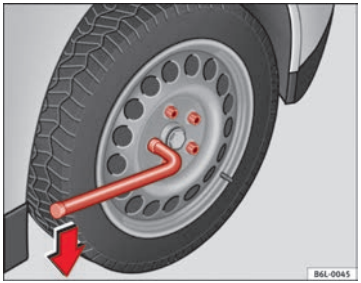

Fig. 133 Changing the wheel: loosen the wheel bolts
– Grasp the box spanner by the end turn it about one full turn to the **left** ⇒ fig. 133.